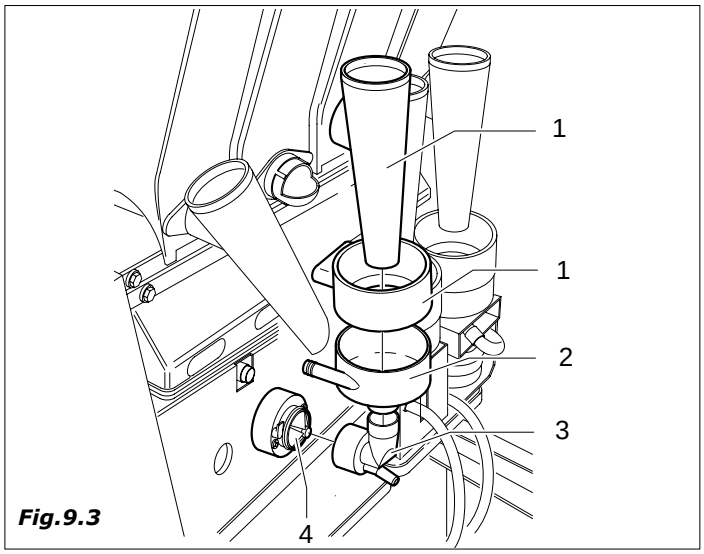

Fig.9.3
– canais e tubos de escorregamento pós *(Fig.9.3-pos.1)*
– canal água (2), camara miscelação (3) e ventainha de misturagem (4)